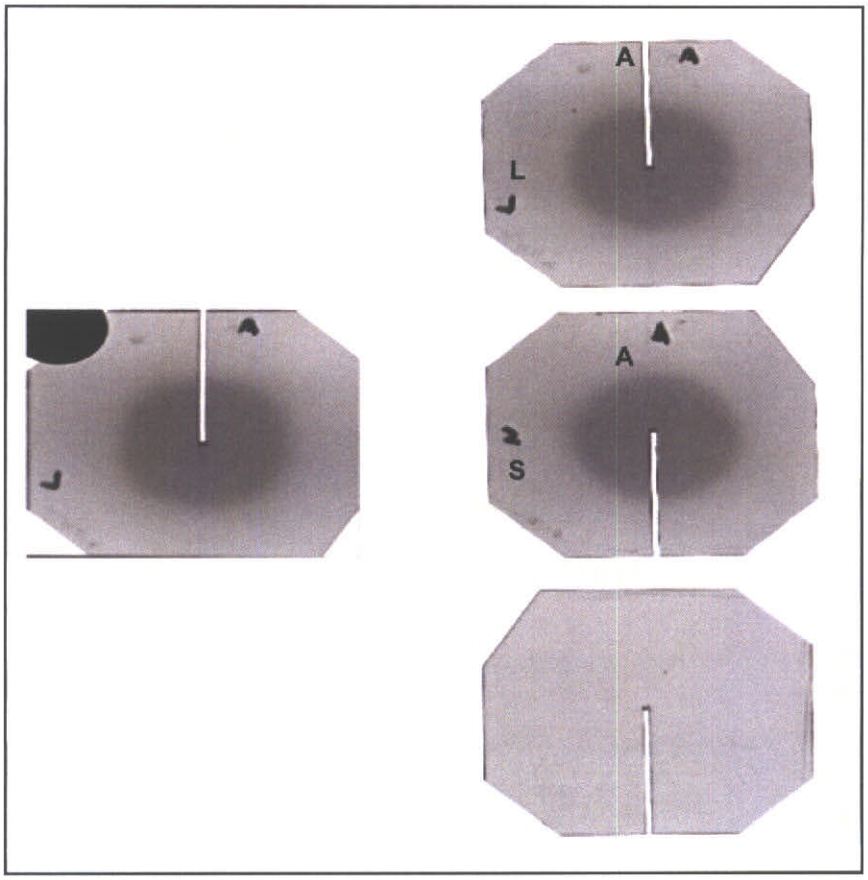

**Figure 3-37 Single Film image (left). 3 Film image (right).**
3. Images can be scanned using two methods. (*Figure 3-37 Single Film image (left). 3 Film image (right)., page 46*)